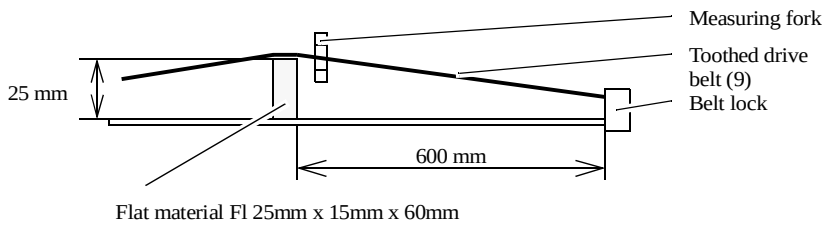

Figure 8-3: Measuring setup for driving axis Y belt tension
Step 3 Place the flat material corresponding to Figure 8-3: under the toothed drive belt.
Step 4 Lift the measuring fork of the switched-on meter above the toothed drive belt according to Figure 8-3: